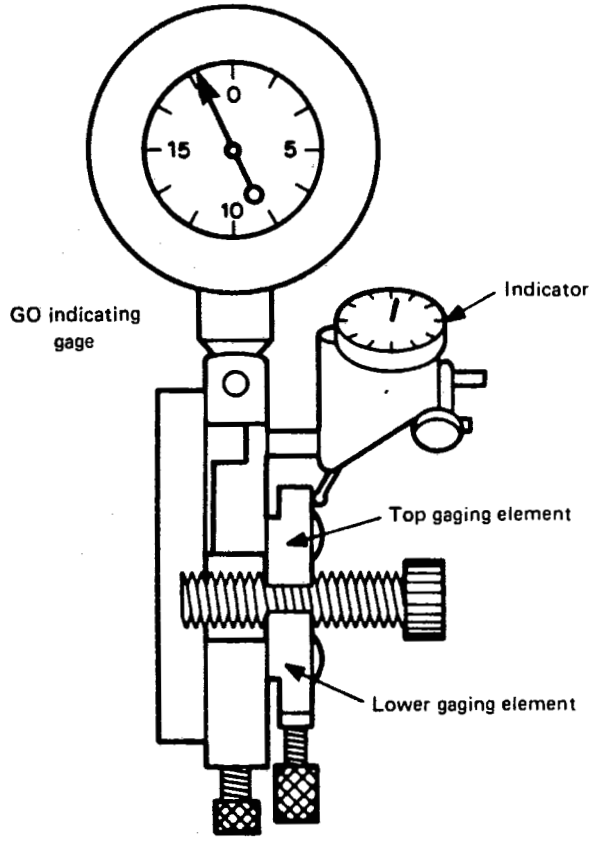

FIG. 36 INDICATING GAGES — HELICAL PATH ATTACHMENT USED WITH GO TYPE INDICATING GAGE (Ref. Table 1 — Column H)
5.23.1 Purpose and Use. To observe the presence of helical path variation with a GO type indicating gage (Fig. 36), the following procedure is used.